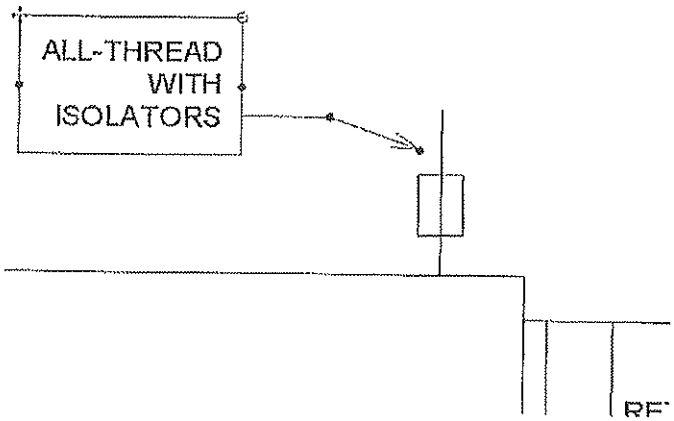

Figure 15–26
2. Select a text element. In the *Modify | Text Notes* tab>Format panel, click either (Add Left Side Straight Leader) or (Add Right Side Straight Leader). Modify the leader to point to the correct element, as shown in Figure 15–26.